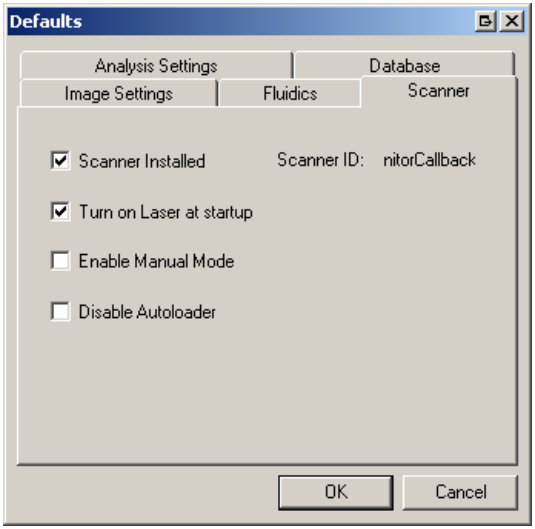

Figure L.30
1. Click **Tools →Defaults** **(Figure L.30)**.